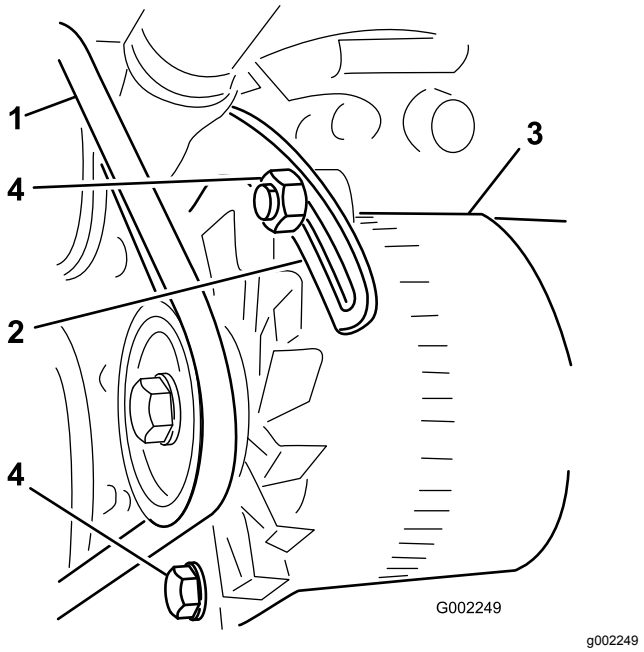

Figura 58
3. Afloje los pernos que fijan el tirante al motor y el perno que fija el alternador al tirante (Figura 58).